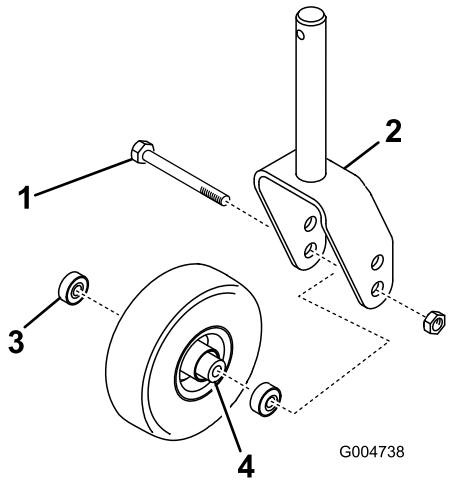
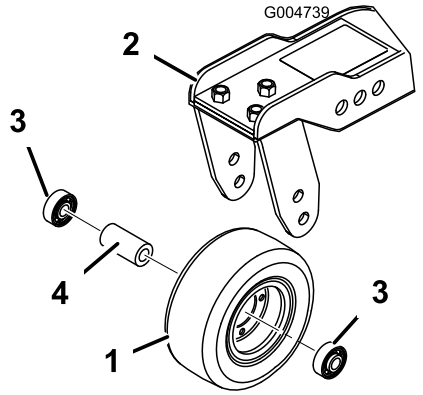

Рисунок 79
Рисунок 80
1. Снимите контргайку с болта, удерживающего узел поворотного колеса между вилкой (Рисунок 79) или рычагом поворотного колеса.Рисунок 80 Захватите поворотное колесо и выньте болт из вилки или поворотного рычага.
2. Извлеките подшипник из ступицы колеса и дайте выпасть проставке подшипника (Рисунок 79 и Рисунок 80). Снимите подшипник с противоположной стороны ступицы колеса.